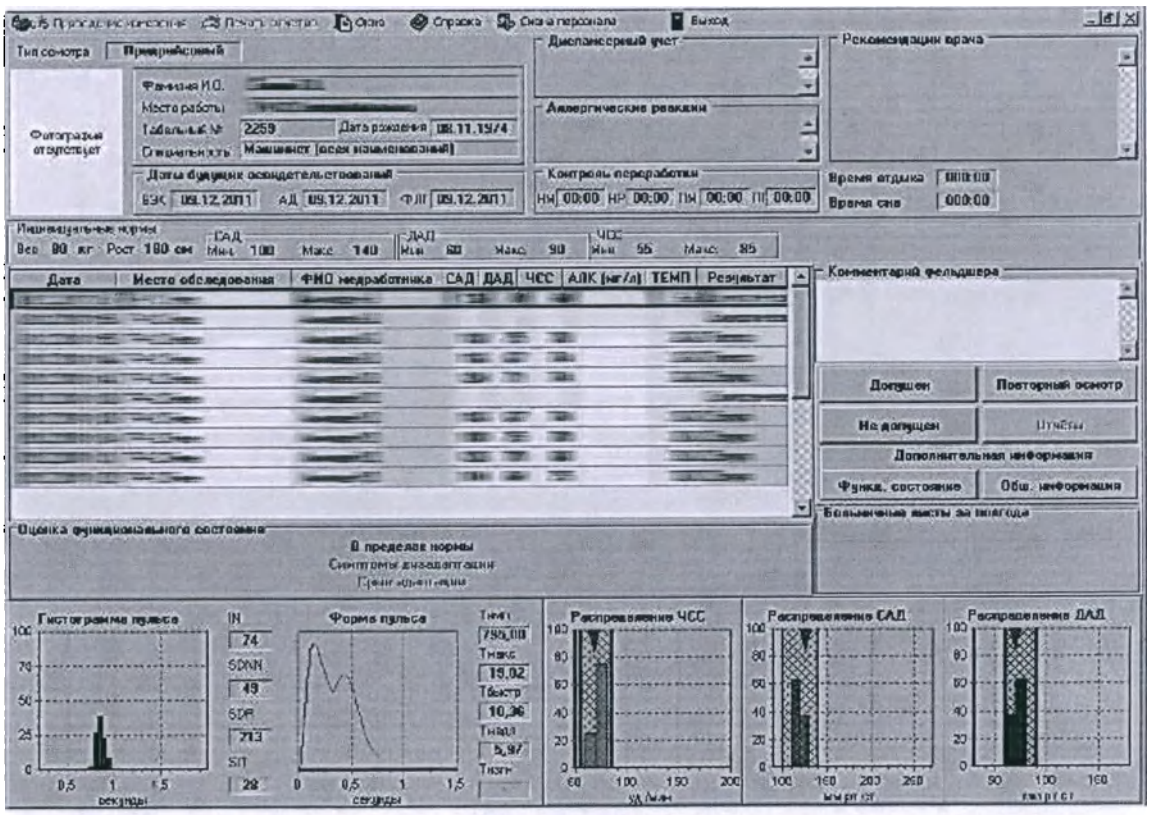

Рисунок 8.15
2.4.12.4 Просмотр комментариев, сделанных ранее, осуществляется по кнопке «Общ. Информация» в поле «Дополнительная информация» (рисунок 8.15).
2.4.12.6 В нижней части окна (рисунок 8.15) представлены диаграммы:
2.4.12.7 В качестве дополнительной информации Вы можете посмотреть общую информацию или функциональное состояние обследуемого работника. Для этого, в поле «Дополнительная информация» (рисунок 8.15) с помощью курсора мыши нажмите на кнопку «Функциональное состояние».
2.4.12.14 Для допуска обследуемого работника нажмите на кнопку «Допущен», расположенную в правой части окна «Принятия решения» (рисунок 8.15) и обследование будет завершено. Если Вам необходимо провести повторный осмотр, нажмите на кнопку «Повторный осмотр».